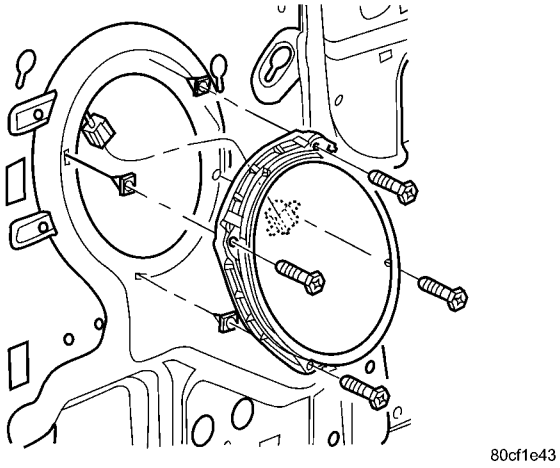

Fig. 16 FRONT DOOR SPEAKER
(1) Disconnect and isolate the battery negative cable.
(2) Remove front door trim panel (Refer to 23 - BODY/DOOR - FRONT/TRIM PANEL - REMOVAL).
(3) Remove speaker mounting screws (Fig. 16).